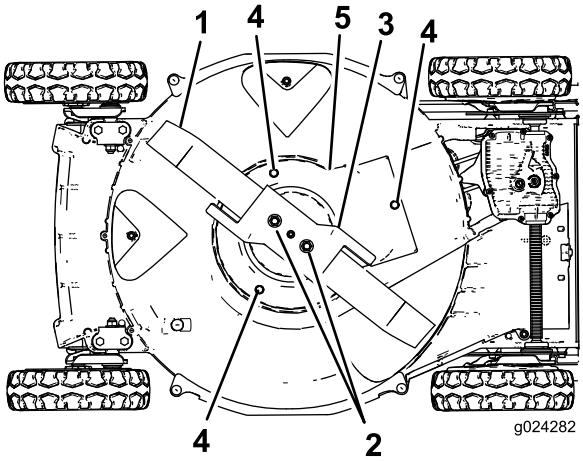

Rysunek 35
6. Zdejmij 2 nakrętki ostrza, przyspieszacz i ostrze (Rysunek 35).
7. Wykręć wkręty mocujące osłonę sprzęgła hamulca ostrza do obudowy kosiarki (Rysunek 35).